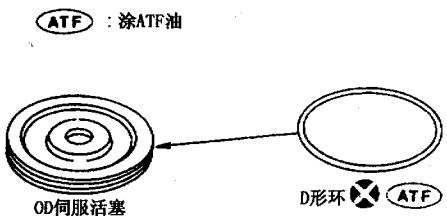

图 9－13－182
(6) 如图 9－13－184 所示，从伺服活塞座上拆下制动带伺服活塞总成。